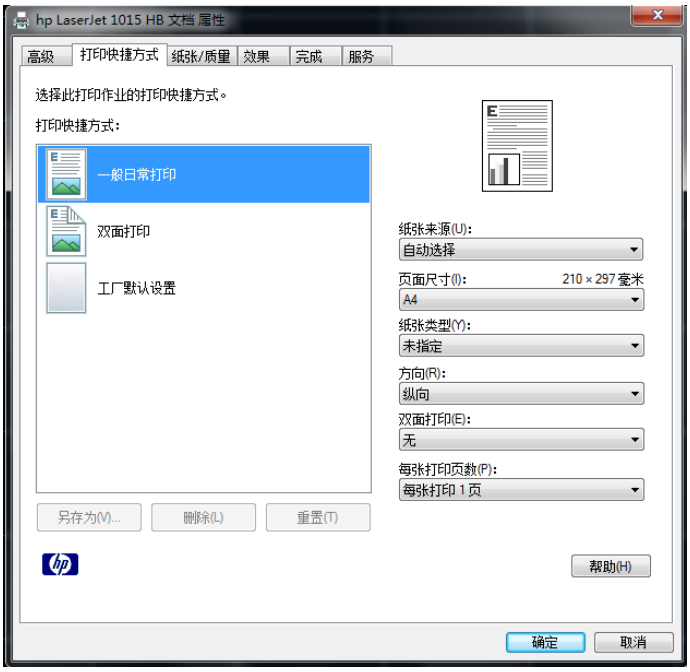

图 3.29 打印属性界面
- 选择相应的打印机，如果需要进行特殊配置，可点击属性进行打印机的体配置，如图 3.29 所示。